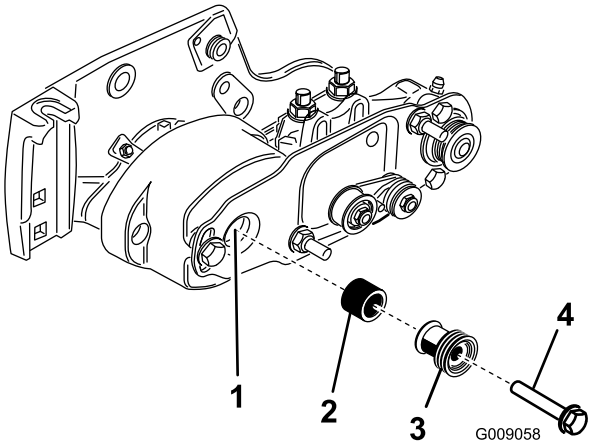

Figure 15
19. Insérez l'entretoise sur l'arbre du logement de roulement (Figure 15).
20. Insérez la poulie d'entraînement dans l'entretoise et sur l'arbre d'entraînement (Figure 15). Assurez-vous que les languettes de la poulie sont placées dans la fente de l'arbre d'entraînement.
21. Fixez la poulie et l'entretoise à l'arbre d'entraînement au moyen d'un boulon à embase (3/8 x 2 po) (Figure 15).